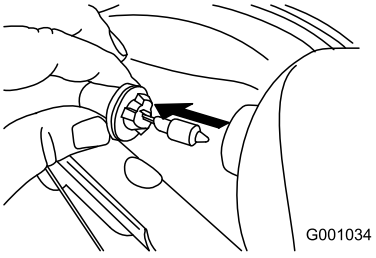

Figur 57
3. Fjern pæren ved å ta den rett ut fra baksiden av frontlykten (Figur 57).